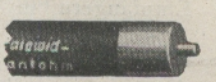

Abb. 8. EBZ-Kappe
3. E.B.Z.-Kappen: Kappe mit Zapfen, die ein Einklemmen in Kontaktfedern ermöglicht (Abb. 8).